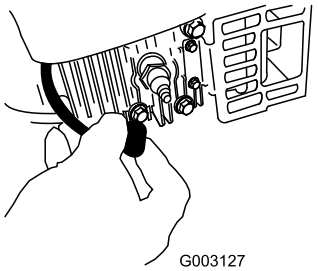

Figura 31
2. Desconecte el cable de la bujía (Figura 31) antes de realizar cualquier procedimiento de mantenimiento.